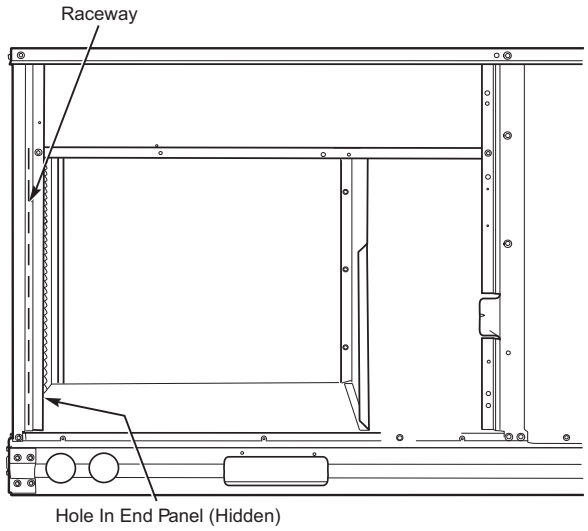

**Fig. 32 — Field Control Wiring Raceway**
The 48FE unit requires an external temperature control device. This device can be a thermostat (field-supplied) or a SystemVu™ controller (available as factory-installed option, for use on a Carrier Comfort Network® or as a stand-alone control). All field added wire must comply with UL and local NEC standards. See "Unit Without Thru-Base Connection Kit" on page 20 and use routing path shown in Fig. 32 to help with compliance as needed.
Pass the thermostat control wires through the hole provided in the corner post; then feed the wires through the raceway built into the corner post to the control box. Pull the wires over to the terminal strip on the upper-left corner of the Controls Connection Board. See Fig. 32.
2. Feed wires through the raceway built into the corner post (see Fig. 32) to the 24v barrier located on the left side of the control box. The raceway provides the UL-required clearance between high-voltage and low-voltage wiring.
2. Feed wires through the raceway built into the corner post (see Fig. 32) to the 24-v barrier located on the left side of the control box. The raceway provides the UL-required clearance between high-voltage and low-voltage wiring.